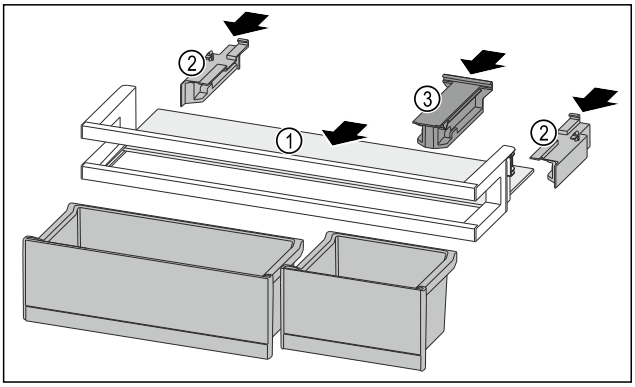

Fig. 174
▶ Odkládací plochu *Fig. 174 (1)* zasuňte do bočních vybrání.
▶ Boční díly *Fig. 174 (2)* vložte.
▶ Držák *Fig. 174 (3)* vložte.